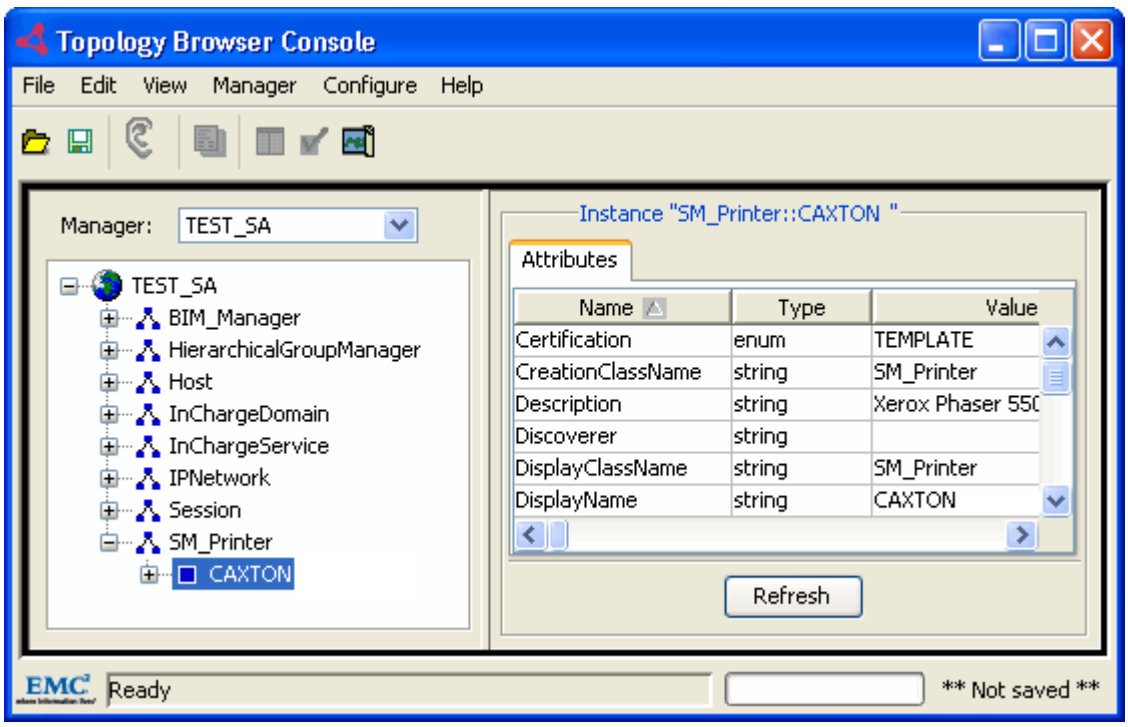

Figure 5 SM_Printer class in the TEST_SA Global Manager
2. In the Topology Browser Console, verify that the SM_Printer class has been added, as shown in Figure 5 on page 37.